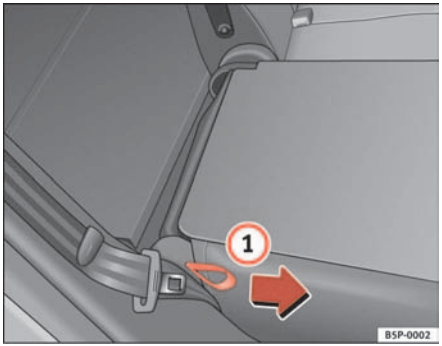

Fig. 98 Folding or opening the rear seat backrests
– Pull the loop on the side of the seat ⇒ fig. 98 (1).